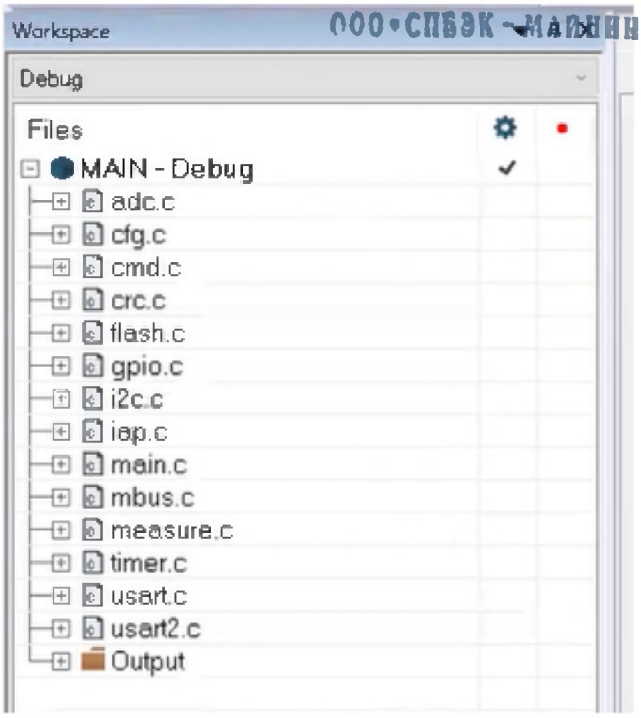

Рисунок 29
4.6.2 В дереве проекта в окне Workspace проверить, что структура папок соответствует представленной на рисунке (Рисунок 29).